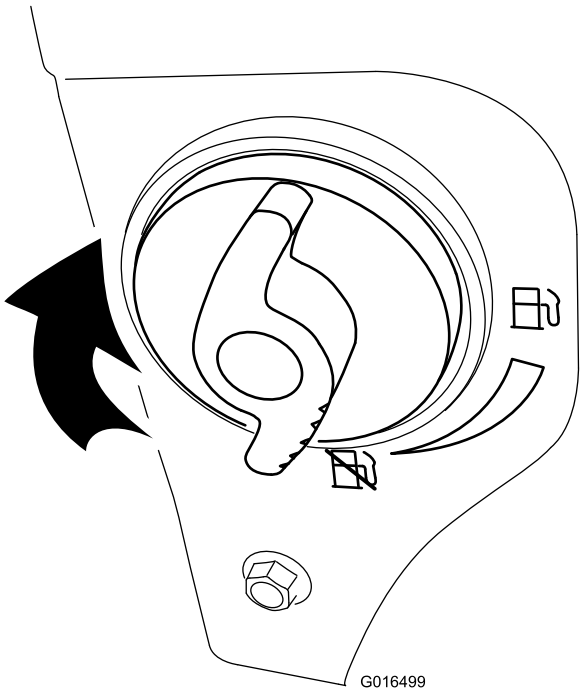

Rysunek 26
4. Zamknij zawór odcinający paliwo, przekręcając go w prawo (Rysunek 26).